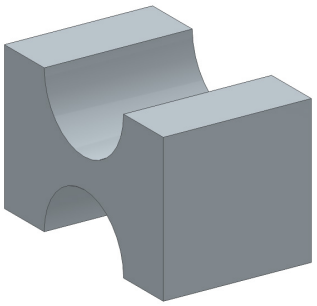

Figure 2-61 *The final extruded model*
3. Enter **40** in the edit box and press Enter; the extruded feature is created, as shown in Figure 2-61.